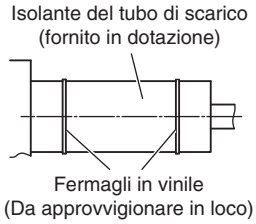

Fig. 3-9
(2) Dopo avere collegato saldamente il tubo di scarico se ne deve fissare la guarnizione e lo si deve quindi avvolgere con il materiale isolante, entrambi forniti in dotazione, bloccandolo quindi in posizione con fascette di plastica. (Fig. 3-9)